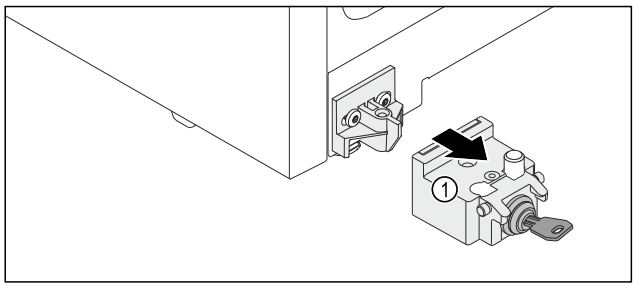

Fig. 11
▶ Extrageți dispozitivul de închidere *Fig. 11 (1)* spre partea frontală.